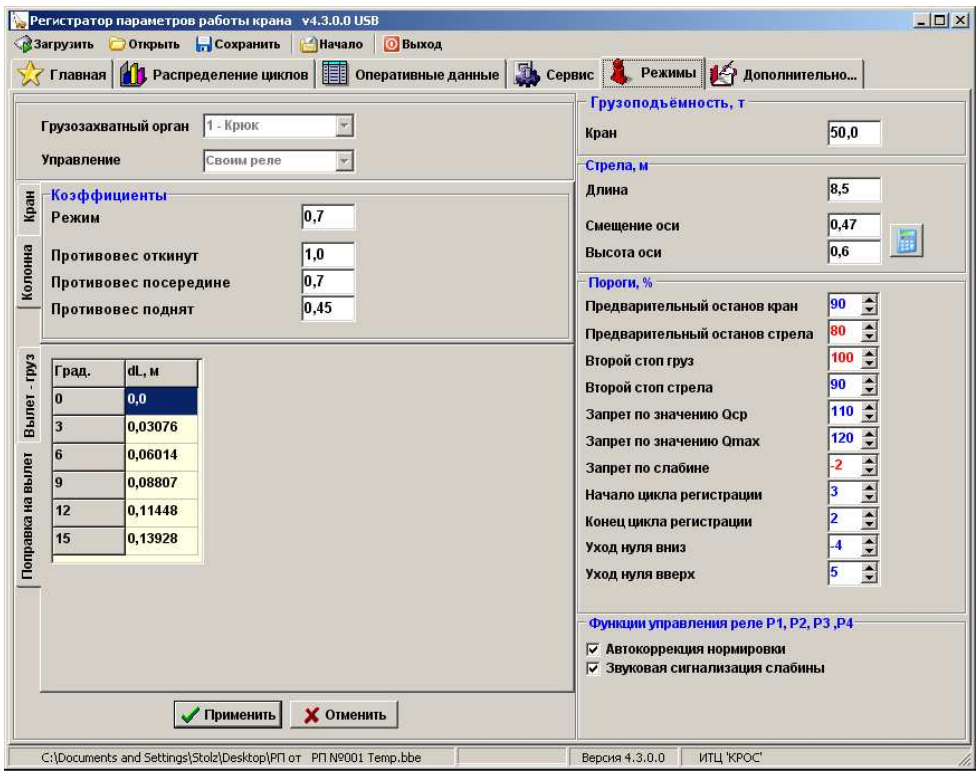

Рис. 3
2.5. Выбрать страницу «Режимы» (рис.3).